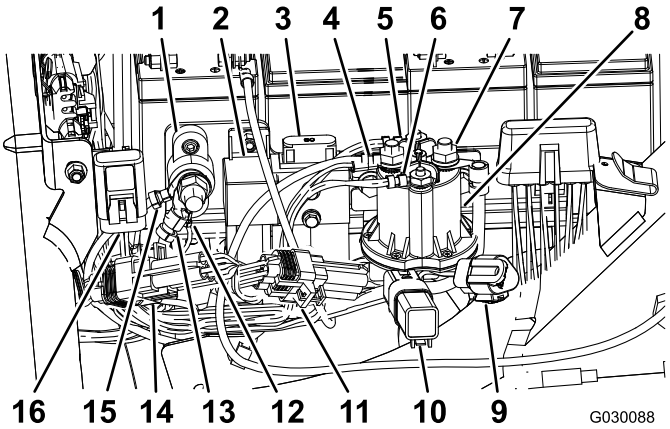

Figur 9
11. Ta bort och kassera locket från kopplingen (10 A, 58 V) i enlighet med Figur 9.
12. För in terminalen med säkringen (10 A, 58 V) i den befintliga kåpan som är monterad på maskinramen (Figur 9).
13. Anslut E-cylinderns aktiveringsreläkontakt (P07) i enlighet med Figur 9.
14. Anslut 90-graders växelsidokontakten (J07) på kablaget till den bakre terminalen på kontakten (48 V likström) och fäst den vid terminalen (Figur 9).
16. Anslut huvudkontaktens två spolanslutningar till kontakten (48 V likström) i enlighet med Figur 9.
17. Anslut kabeln som är markerad med ”Battery side” (batterisida) och batterifrånkopplingskabeln till den främre terminalen för kontakten (48 V likström) i enlighet med Figur 9.
19. Anslut ID-modulen (P08) i enlighet med Figur 9.
20. Anslut CAN-gränssnittsmodulen (P10) i enlighet med Figur 9.
24. Anslut jordningsklämmans anslutningar (J06 och J08) till jordningsblocket (Figur 9).